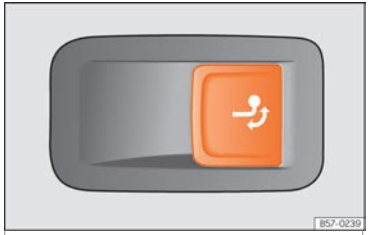

Abb. 301 Im Gepäckraum rechts: Taste zur Entriegelung der Anhängerkupplung.
- Ziehen Sie kurz an der Taste ››› Abb. 301. Die Anhängerkupplung wird automatisch entriegelt und dreht selbsttätig heraus. Die Kontrollleuchte der Taste blinkt.
- Ziehen Sie kurz an der Taste ››› Abb. 301. Die Anhängerkupplung wird elektrisch entriegelt.
- Wenn die Kontrollleuchte der Taste ››› Abb. 301 *blinkt*, ist die Anhängerkupplung noch nicht vollständig eingerastet oder beschädigt ››› ⚠.
- Wenn die Kontrollleuchte bei geöffneter Heckklappe ››› Abb. 301 *dauerhaft leuchtet*, ist die Anhängerkupplung vollständig eingerastet, sowohl in eingezogener als auch in herausgeschwenkter Stellung.
- **Drücken Sie keinesfalls die Taste ››› Abb. 301, wenn ein Anhänger oder ein Gepäckträger oder anderes Zubehör auf der Anhängerkupplung eingehängt ist.**